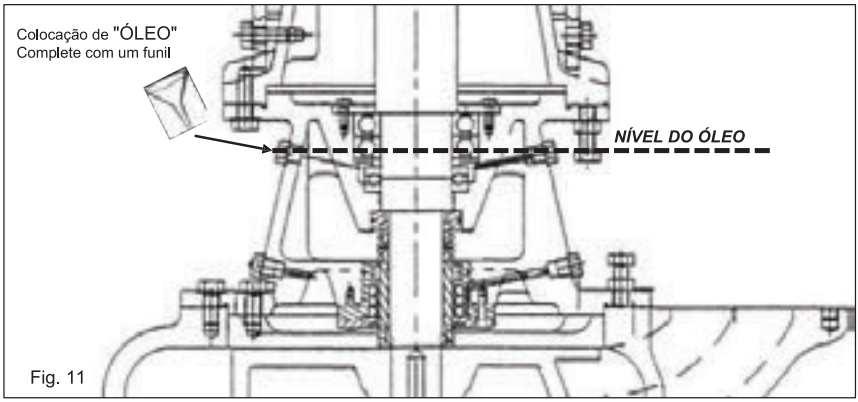

Fig. 11
5. Verifique o nível e a deterioração do óleo a cada 8 horas de operação, removendo o plugue com a etiqueta "ÓLEO" (Fig. 11) Para uma troca completa de óleo ou para completar o nível, os seguintes passos devem ser seguidos:
- c) - Complete o nível de óleo usando um funil, com a lateral para cima, até o nível indicado como "NÍVEL DE ÓLEO" (Fig. 11), aprox. 5 kg de óleo com as características da tabela a seguir.